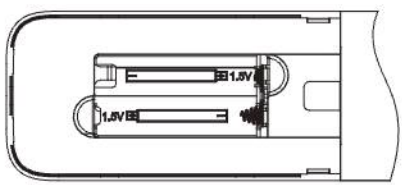

Figure 2.4
3) Take out the old batteries. Install two new AAA batteries according to the positive and negative polarities indicated (see Figure 2.4). Close the battery cover.